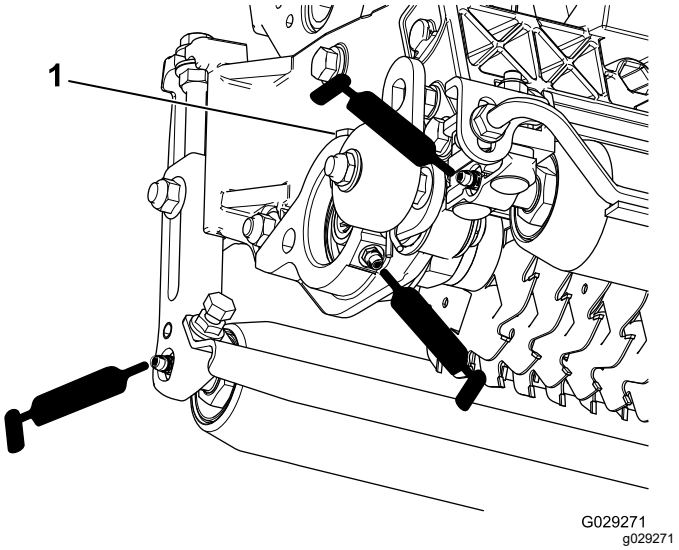

Figur 13
Varje vertikalklippare har fem smörjnipplar (Figur 13) som ska smörjas varje vecka med universalfett nr 2 på litiumbas.
2. Påför fett tills det rinner ut rent fett ur rullens tätningar och lagrets övertrycksventil (Figur 13).